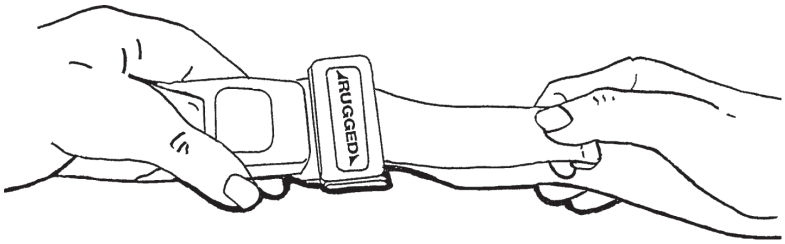

Figure 35 - Raccourcissement de la sangle de retenue
- **Pour raccourcir la sangle,** saisir la languette cousue et retirer la sangle à travers le fermoir jusqu'au serrage correct (Figure 35).